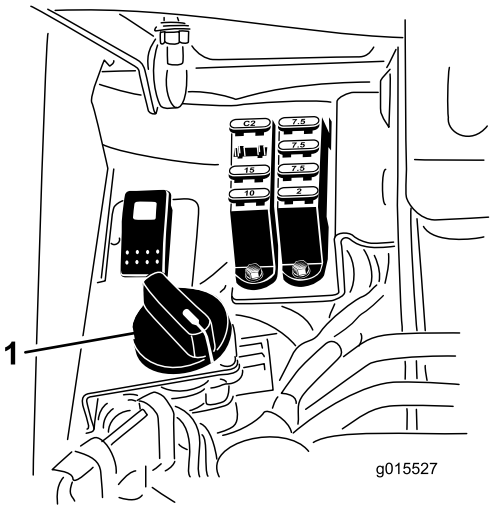

Figuur 60
6. Draai de toerentalregeling van de messenkooien naar instelling 1 (Figuur 60).